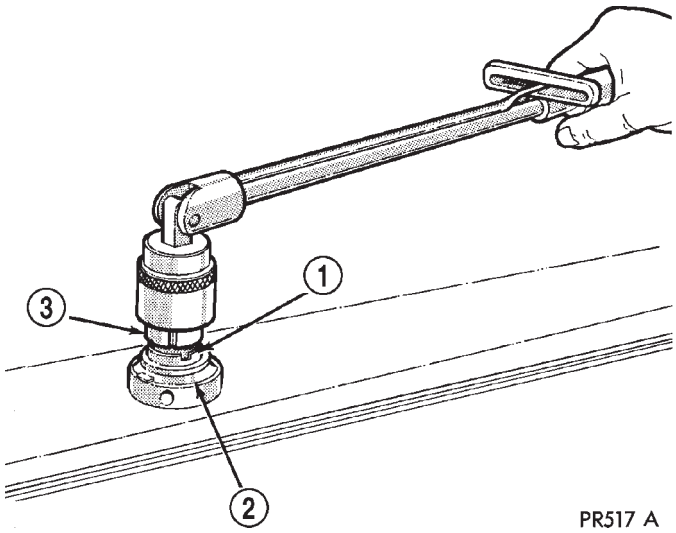

Fig. 5 Antenna Cap Nut Remove/Install - Typical
(8) Remove the antenna cap nut using an antenna nut wrench (Special Tool C-4816) (Fig. 5).
(9) Remove the antenna adapter from the top of the fender.
(10) Lower the antenna body and cable assembly through the top of the fender.
(11) Pull the antenna body and cable out through the opening between the right cowl side outer panel and the top of the fender, while feeding the antenna coaxial cable out of the engine compartment through the hole in the right cowl side reinforcement.
(12) Untie the cord or twine from the antenna body and cable coaxial cable connector, leaving the cord or twine in the place of the cable through the vehicle.
(13) Remove the antenna body and cable from the vehicle.